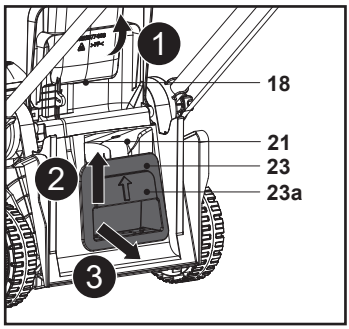

**Fig. 15**
8. Levante el asa integrada (23a) y extraiga el accesorio triturador (23) del canal de descarga trasero (21); a continuación, extraiga el accesorio triturador (23) (Fig. 15).